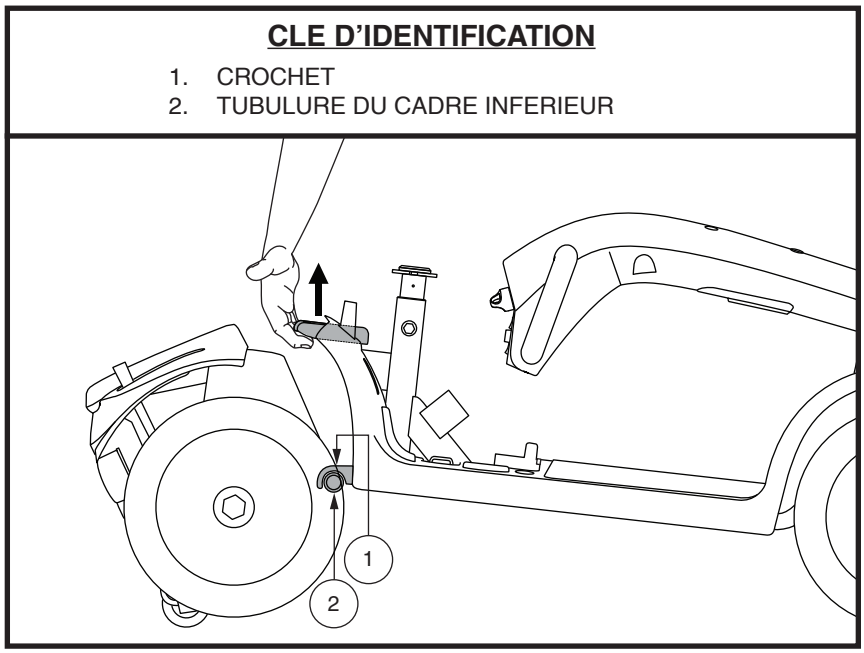

Figure 26 Levier de blocage du câdre
3. Relevez le levier de blocage du câdre. **Voir la figure 26.**
1. Positionnez les sections. **Voir la figure 26.**